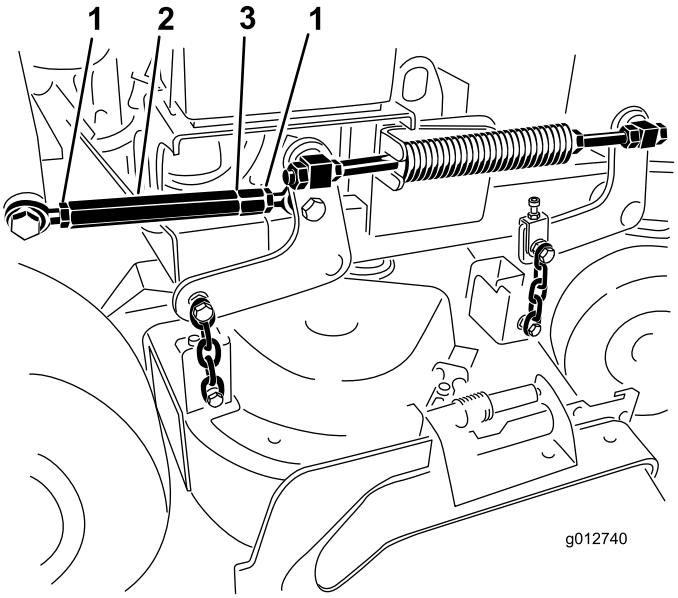

Figura 86
7. Desaperte as porcas de bloqueio que estão em ambas as extremidades do tensor (Figura 86).
Nota: A extremidade do tensor com a ranhura maquinada tem rosca esquerda (Figura 86).